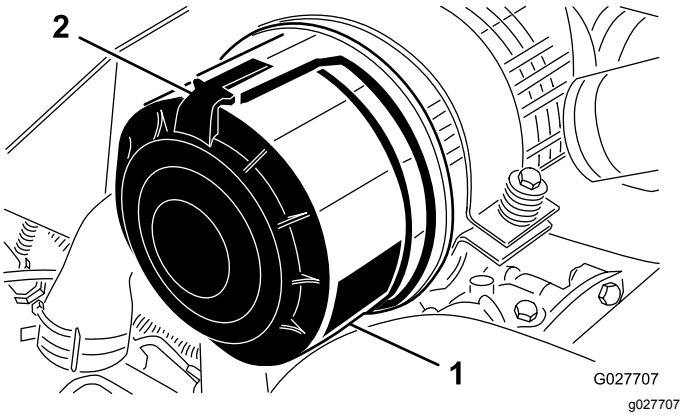

Figur 61
1. Åbn låsene, der fastgør luftfilterdækslet til luftfilterhuset (Figur 61).